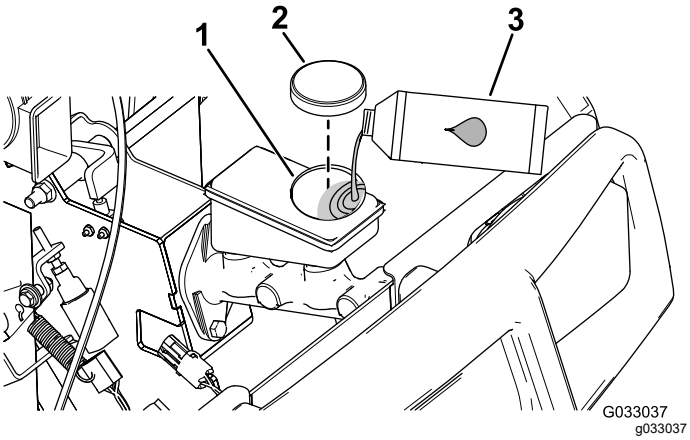

**Figur 64**
4. Løft motorhjelmen for at få adgang til hovedbremsecylinderen og beholderen (Figur 64).
A. Rengør området omkring beholderdækslet, og tag dækslet af (Figur 64).
C. Sæt beholderens dæksel på (Figur 64).